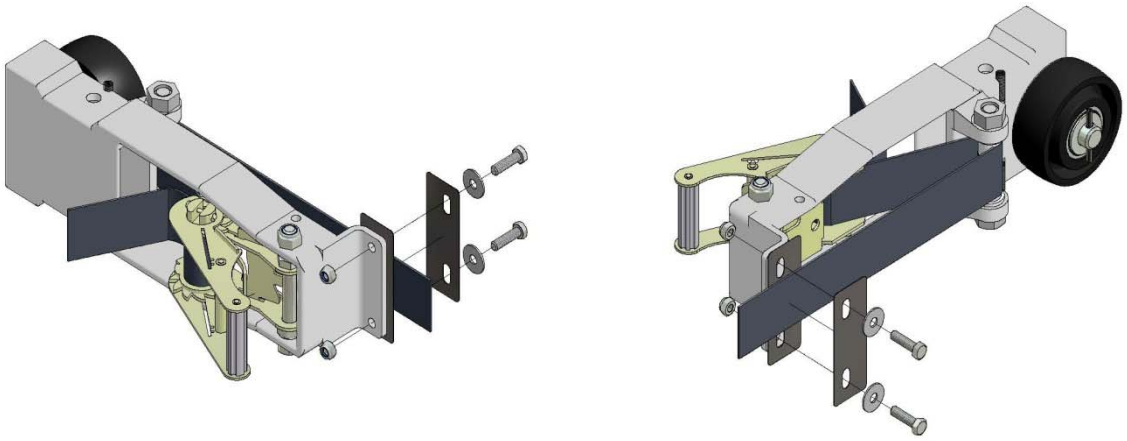

Abbildung 15
4.6 Schrauben Sie die Laufrollen mit den mitgelieferten M8 x 30 Schrauben wieder am Netz fest, wie in Abbildung 15 gezeigt (im Bild wurde der Deutlichkeit wegen der Stoff entfernt). Damit die Schraube durch das Paneel geführt werden kann, müssen Sie einen 15 mm bis 20 mm langen Schlitz in den Stoff schneiden. Beachten Sie, dass der Gewebegurt zwischen den beiden PVC-Pads liegen muss.